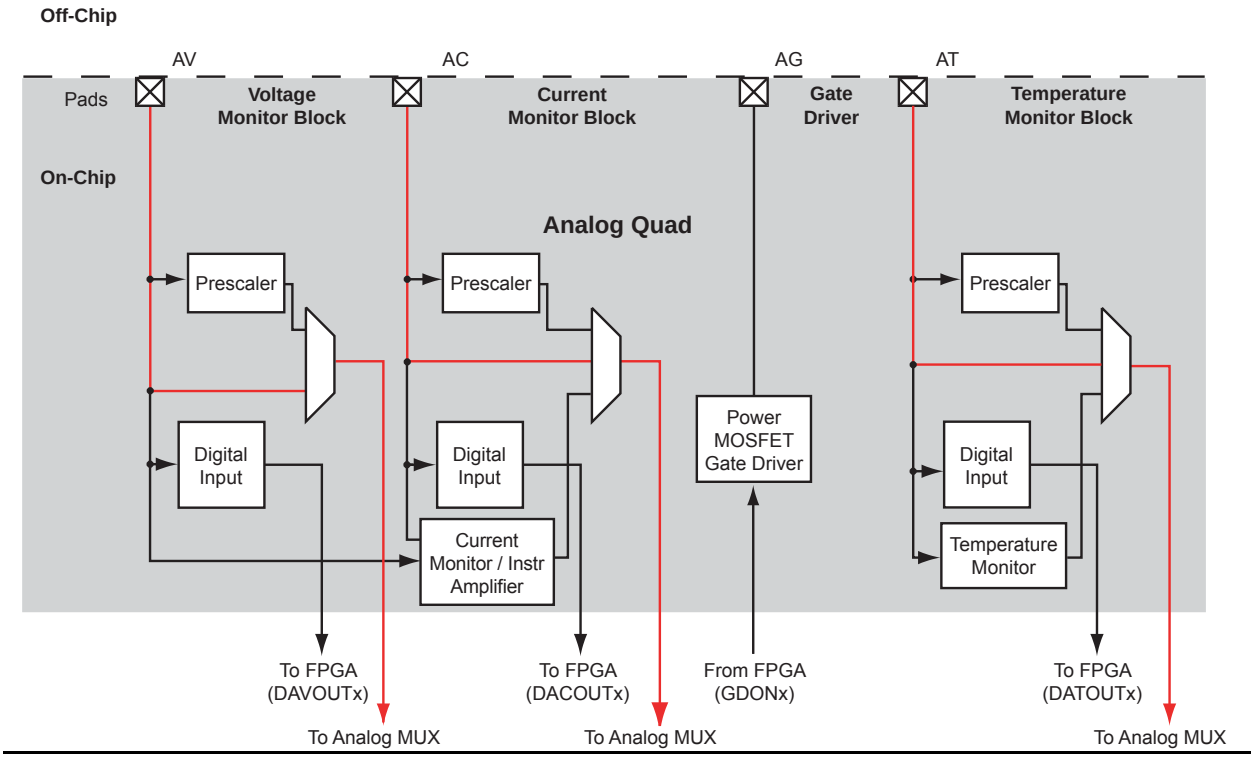

Figure 2-64 • **Analog Quad Direct Connect**
The Fusion Analog Quad offers a robust set of voltage-monitoring capabilities unique in the FPGA industry. The Analog Quad comprises three analog input pads— Analog Voltage (AV), Analog Current (AC), and Analog Temperature (AT)—and a single gate driver output pad, Analog Gate (AG). There are many common characteristics among the analog input pads. Each analog input can be configured to connect directly to the input MUX of the ADC. When configured in this manner (Figure 2-64), there will be no prescaling of the input signal. Care must be taken in this mode not to drive the ADC into saturation by applying an input voltage greater than the reference voltage. The internal reference voltage of the ADC is 2.56 V. Optionally, an external reference can be supplied by the user. The external reference can be a maximum of 3.3 V DC.